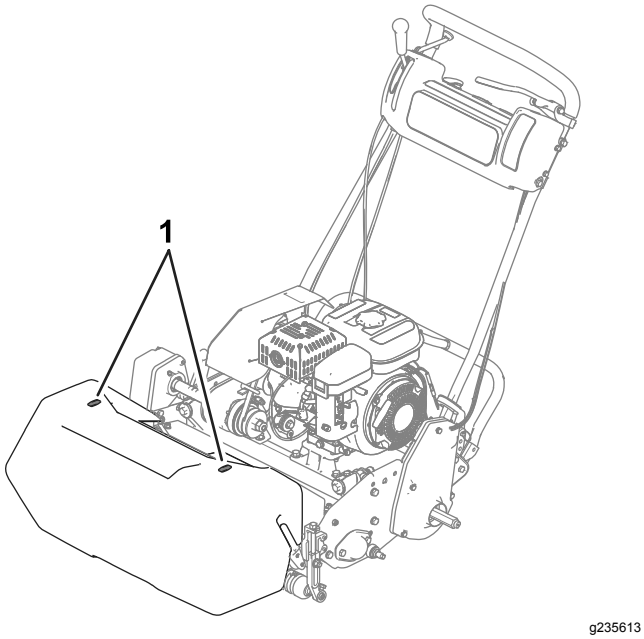

Rysunek 22
- Aby ułatwić sobie utrzymanie prostej linii koszenia na trawie oraz utrzymać urządzenie w stałej odległości od krawędzi poprzedniego skoszenia, użyj pasów kontrolnych na koszu (Rysunek 22).